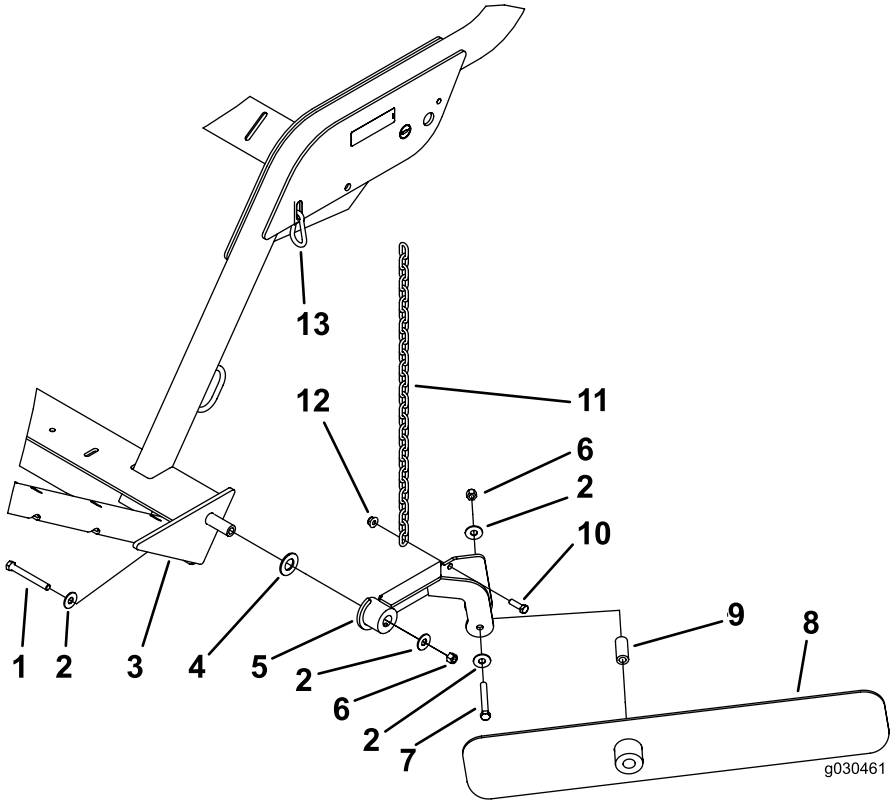

Figur 15
Bemærk: Placer komponenterne som vist i Figur 15.
2. Fastgør skårlægningsenheden på monteringsenheden med en bolt (7/16 x 3-1/4 tommer), 2 flade spændeskiver, en afstandsklods og en låsemøtrik (7/16 tomme). Saml komponenterne som vist i Figur 15.
3. Fastgør kæden til knivenheden med en bolt (3/8 x 1-1/4 tommer) og en flangemøtrik (3/8 tommer) (Figur 15).
4. Fastgør den anden ende af kæden til rillen i stellet med låseringen (Figur 15).